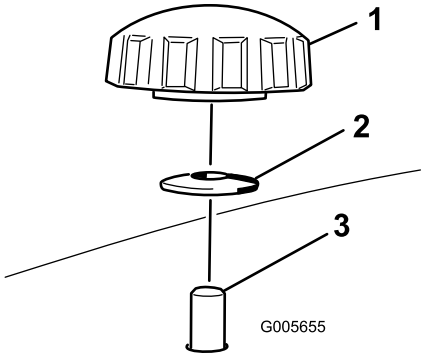
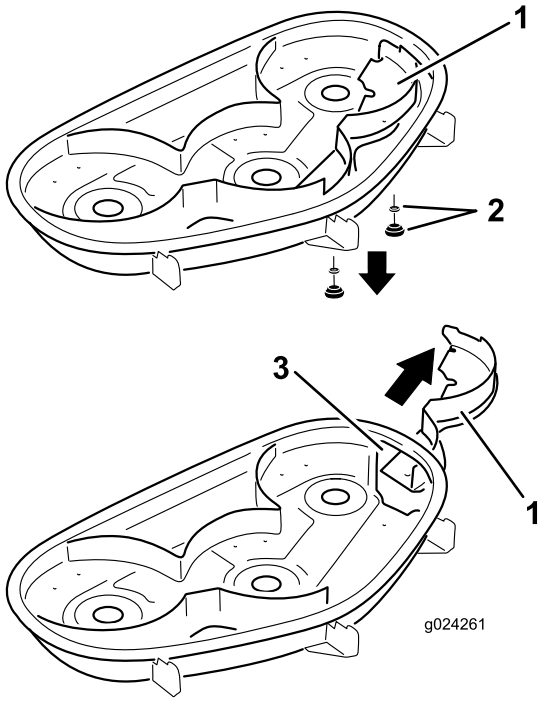

Figur 28
Figur 29
4. Fjern de to knottene og buede skivene som fester den høyre skjermen til gressklipperen (Figur 28).
5. Fjern høyre skjerm og senk gressavlederen over utslippsåpningen som vist på Figur 28 og Figur 29.
5. Skyv høyre skjerm gjennom klippeenheten og fest den med to knotter og bueskivene (hul side inn mot klipperen) som vist på Figur 28 og Figur 29.